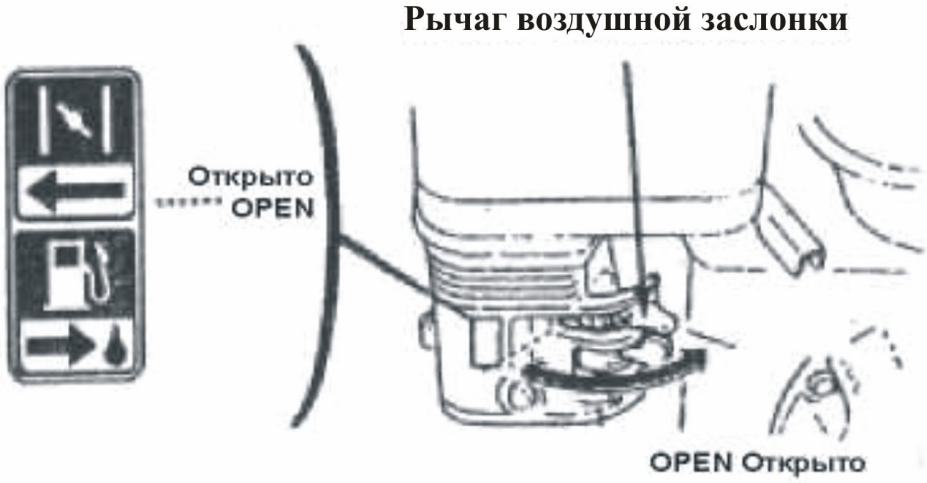

Рис.17
1. Прогрейте двигатель и передвиньте рычаг воздушной заслонки в положение «OPEN» («Открыто») (Рис. 17).